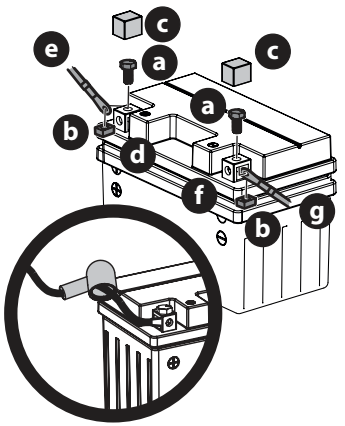

Fig. 22
1. Retirez les boulons (a) et les écrous hexagonaux (b) situés à l'extrémité du faisceau de fils électrique ou dans le sac avec ce manuel. Gardez la quincaillerie pour utilisation ultérieure (Fig. 22).
2. Enlevez le couvercle en plastique (c), si équipé, de la borne positive (d) de la batterie et attachez le câble rouge (e) à la borne positive (b) de la batterie avec le boulon (a) et l'écrou hexagonal (b) retirés à l'étape 1. Utiliser un tournevis Philips (Fig. 22).
3. Placez la gaine en caoutchouc rouge au-dessus de la borne positive de la batterie pour aider à la protéger contre la corrosion (Fig. 22).
4. Enlevez le couvercle en plastique (c), si équipé, de la borne négative de la batterie (f) et attachez le câble noir (g) à la borne négative de la batterie (f) avec le boulon (a) et l'écrou carré (b) (Fig. 22).